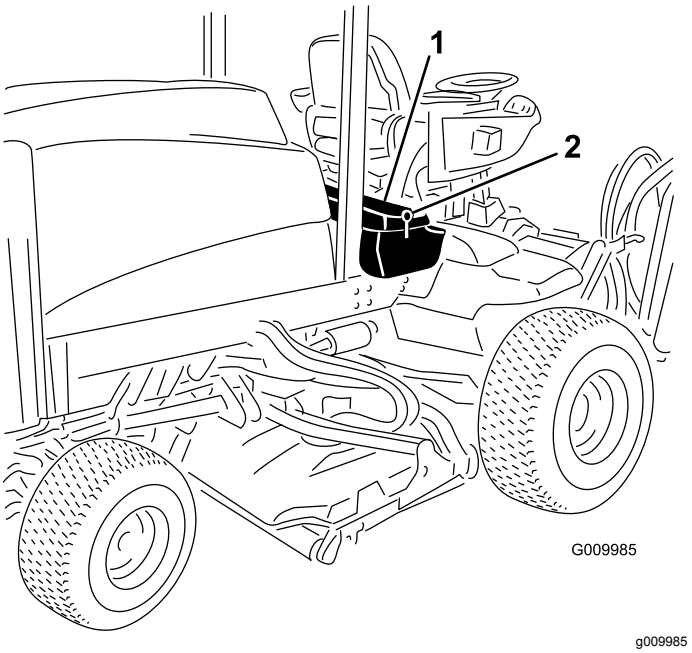

Rysunek 37
1. Odepnij zaczep i podnieś panel konsoli operatora (Rysunek 37).